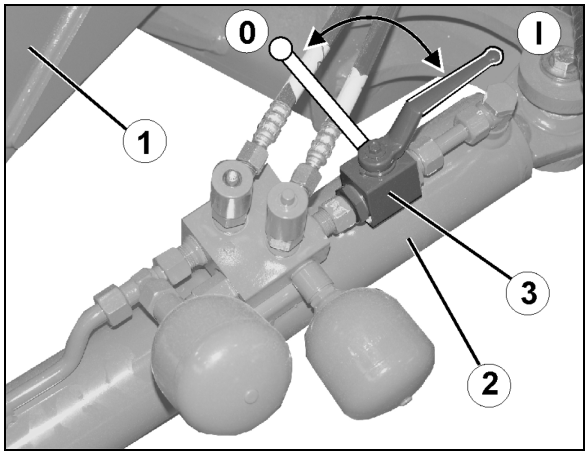

Rys. 39
1. Uruchomić *niebieski* zespół sterujący ciągnika tak, aż dyszel znajdzie się w pozycji środkowej (Rys. 39/1).